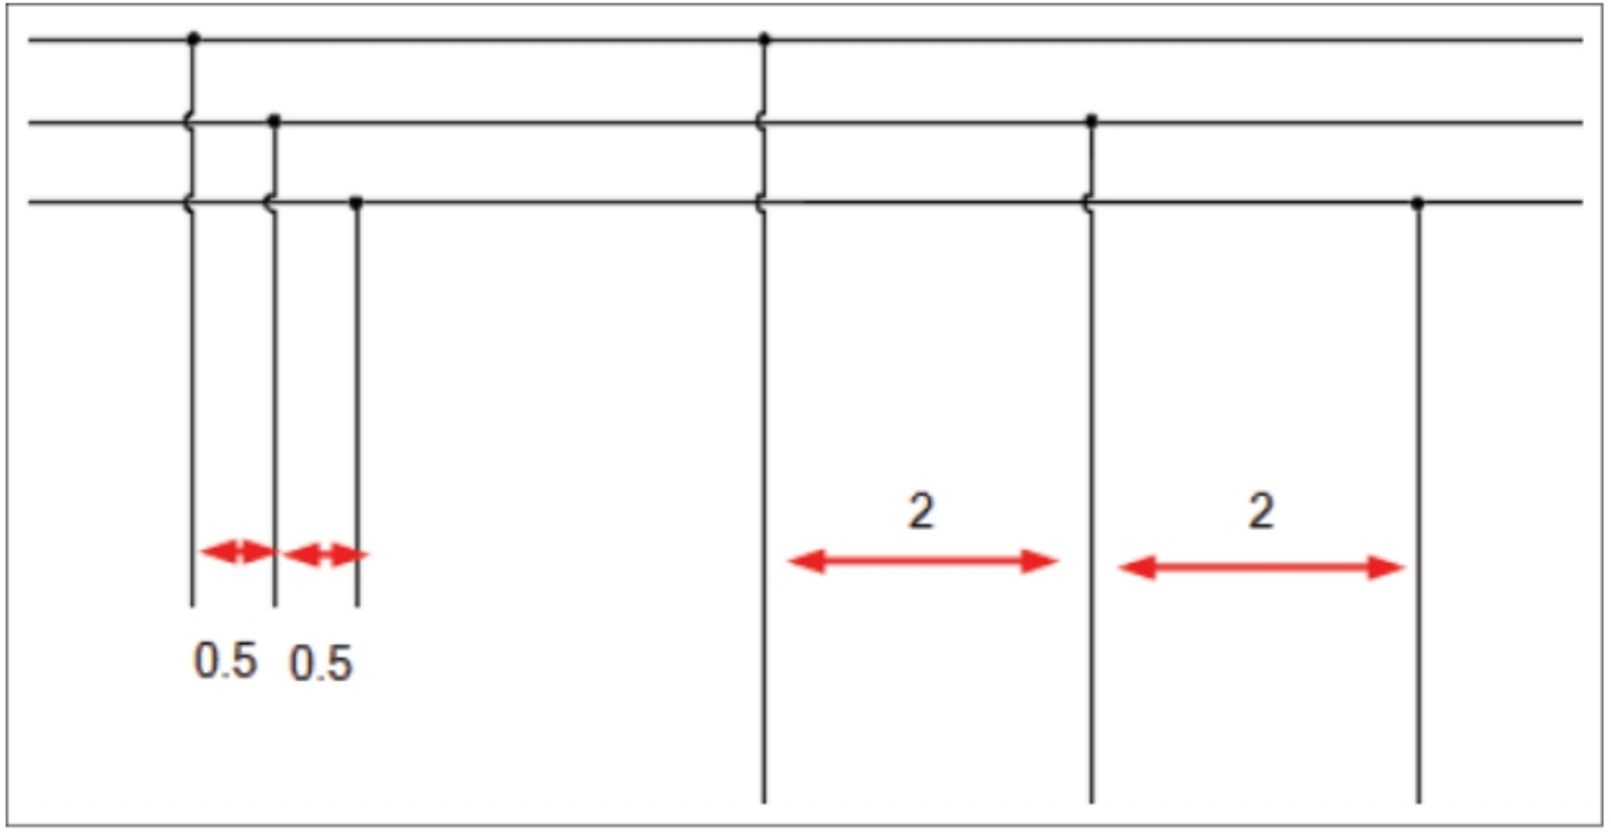

Figure-57. Other two wire buses
- Similarly, create two more buses each having 3 wires with proper spacing connected to earlier created bus using **Another Bus (Multiple Wires)** method; refer to Figure-57.